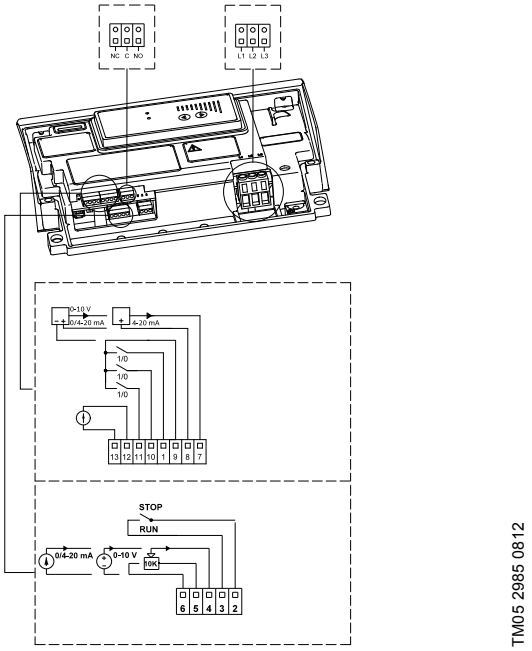

Fig. 37 AYB connector plug
d. Remove the AYB connector plug from the first MLE motor. See fig. 37.